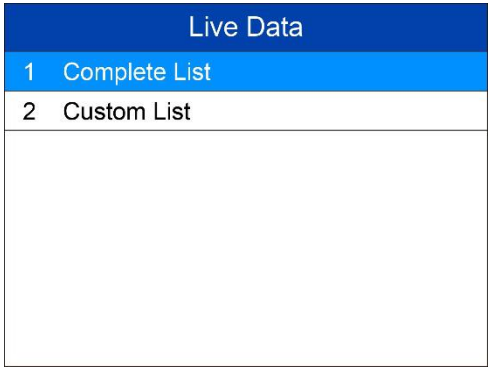

Figure 4-7 ***Sample Live Data Screen***
1) To view customized PID data, use the **UP/DOWN** scroll button to select **Custom List** from **Live Data** menu and press the **OK** button (Figure 4-7).